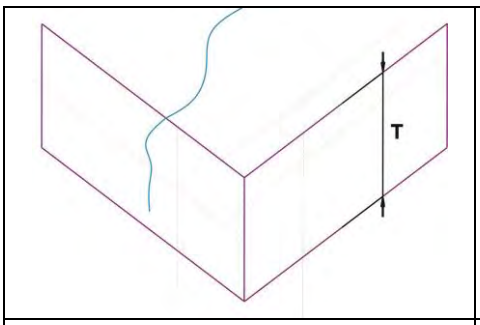

Figure 2.1
(1) Progressive Flaw : No good (Figure2.1)